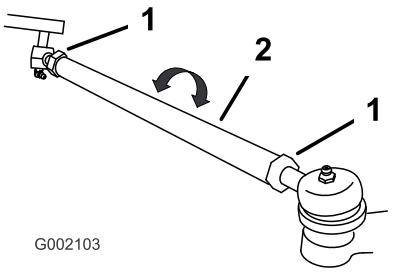

Figur 44
7. Om måttet inte hamnar inom 0–6 mm ska du lossa kontramuttrarna i båda ändarna av dragstängerna (Figur 44).